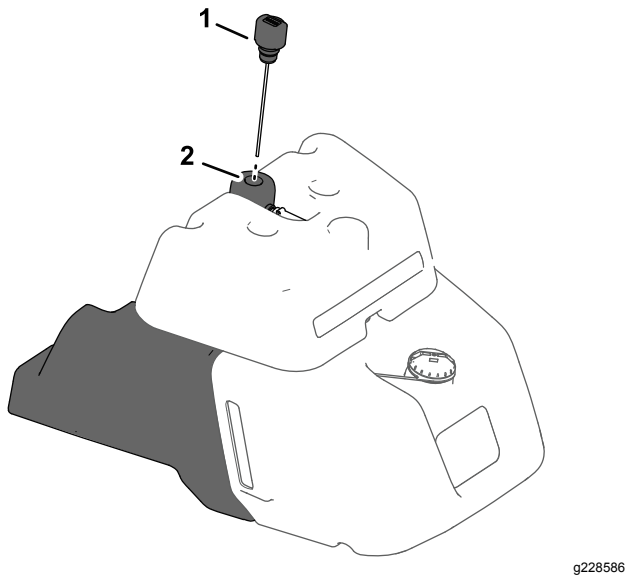

**Figur 35**
- Hvis din maskine har et skueglas på siden af brændstoftanken, kan du finde målepinden til det hydrauliske system øverst på hydrauliktanken (Figur 35) og gå til trin 5.